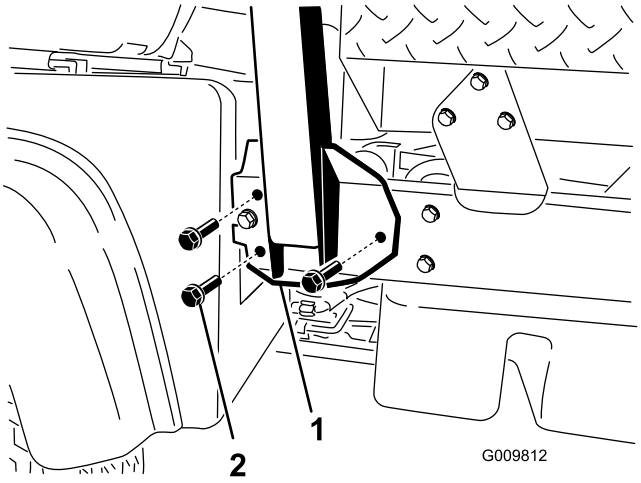

**Figur 4**
1. Innrett hver side av veltebeskyttelsen med monteringshullene i rammen på hver side av kjøretøyet slik det vises i Figur 4.